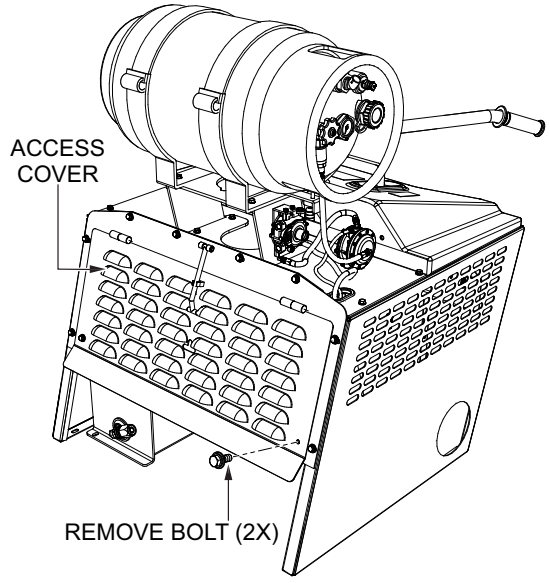

Figure 42. Access Cover
6. Remove the two bolts that secure the access cover(Figure 42) to the buggy frame.